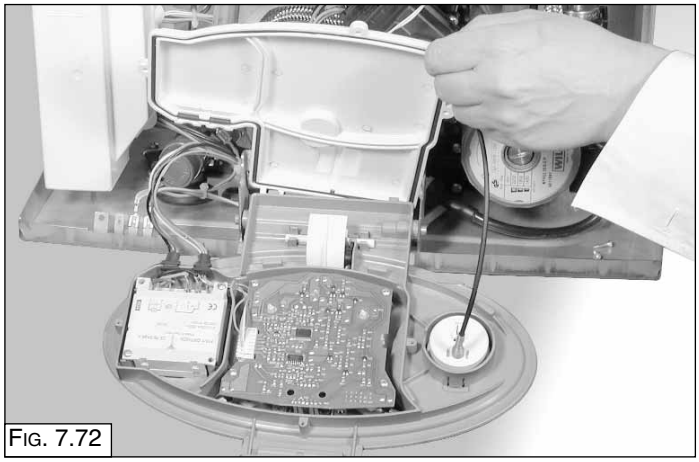

FIG. 7.72
6. Remove the cover of the control panel (Fig. 7.72);